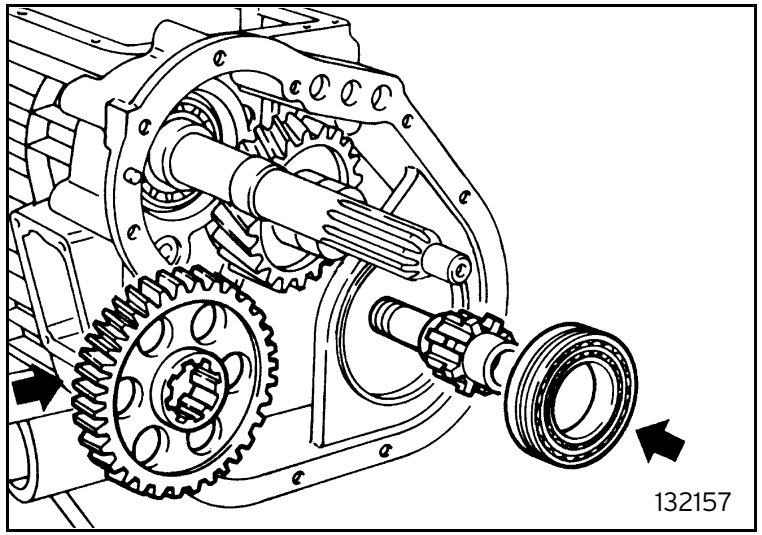

Fig. 58
- fit the transmission shaft and at the same time its gear, then fit the transmission shaft bearing (figure 58);